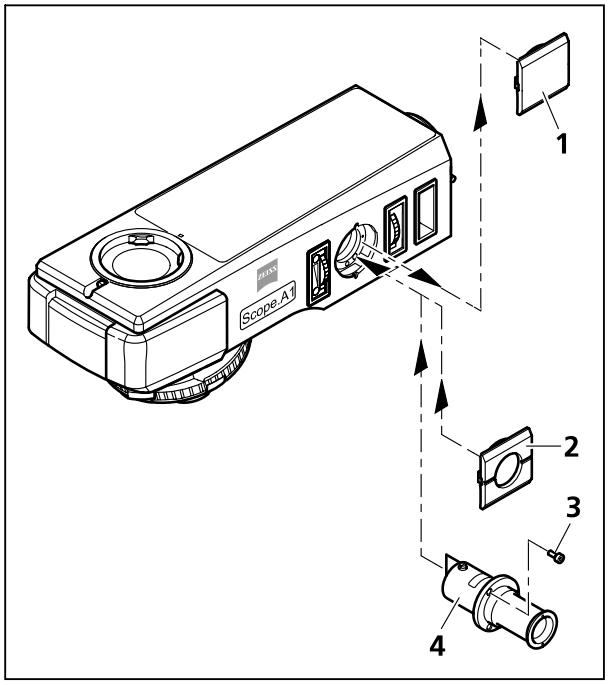

Bild 3-30 Justierhilfe einsetzen
- Abdeckkappe (Bild 3-30/**1**) von der Montageöffnung für die Justierhilfe abnehmen.
- Justierhilfe (Bild 3-30/**4**) einsetzen und mit den drei beiliegenden Schrauben (Bild 3-30/**3**) am Stativoberteil festschrauben.
- Abdeckkappe mit Öffnung (Bild 3-30/**2**) aufsetzen (auf Arretierung achten).